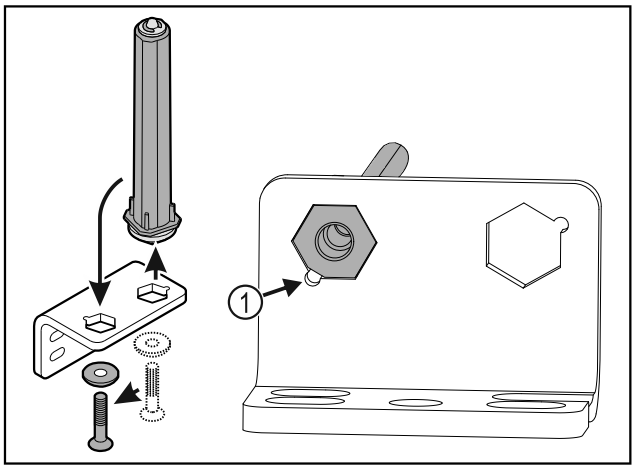

Fig. 31
▶ Aveți în vedere ca la introducere, teșitura bolțului *Fig. 31 (1)* să fie orientată spre orificiul rotund.